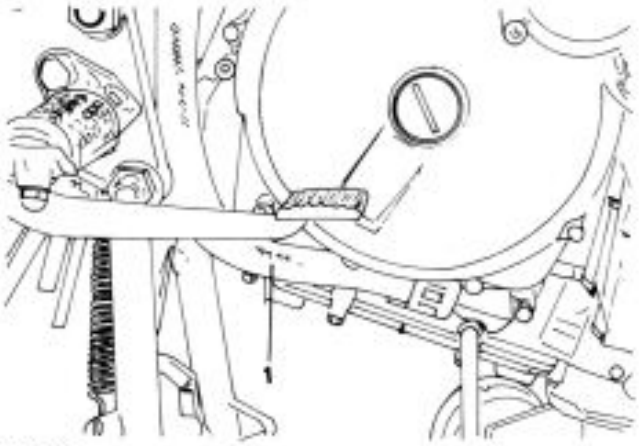

Bild 26
- Den rechten Ölschlauchdeckel abnehmen und den Ölschlauch («1» in Bild 26) entfernen.